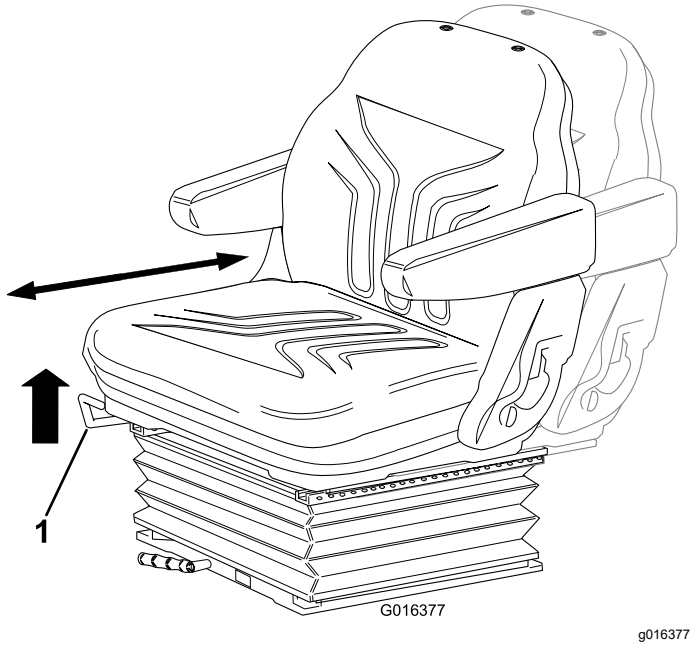

Figur 22
- Flyt håndtaget opad for at frem-/tilbagejustere sædets position (Figur 22).